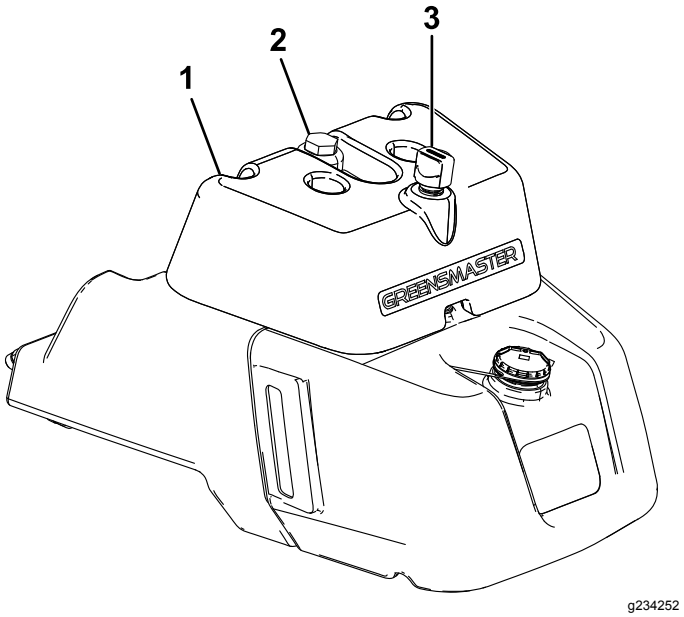

Figuur 41
- Als uw tank over een kijkglas beschikt, controleert u daar het oliepeil (Figuur 41) en gaat u verder met stap 5.